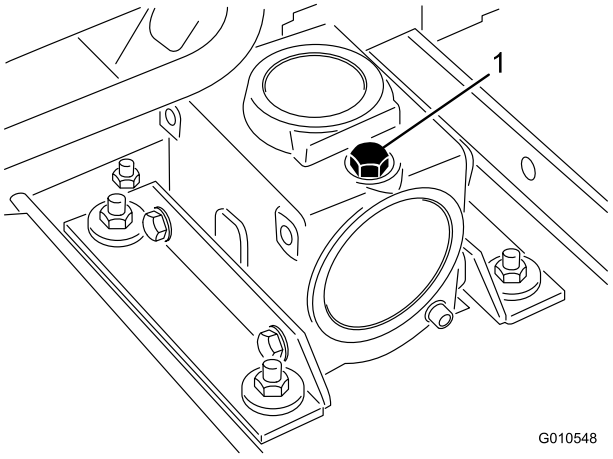

**Figure 13**
2. Retirez la jauge/le bouchon de remplissage du haut du boîtier d'engrenages (Figure 13) et vérifiez que le niveau de lubrifiant se situe entre les repères de la jauge. Si le niveau de lubrifiant est trop bas, faites l'appoint de lubrifiant pour faire monter le niveau entre les repères.